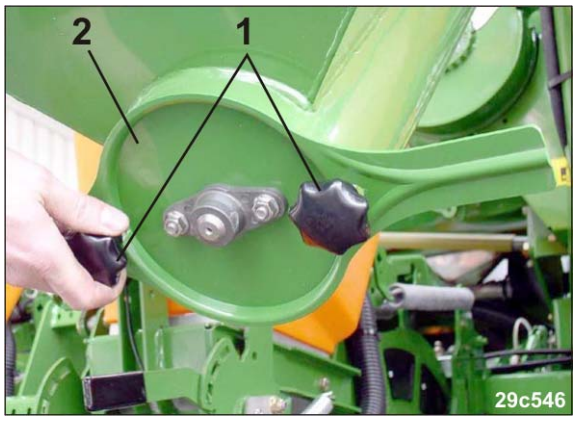

Fig. 209
1. Sterngriffe (Fig. 209/1) lösen.
3. Deckel (Fig. 209/2) entfernen.